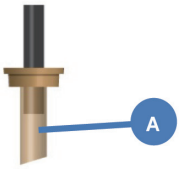

図 1:シャフトへの装着例
(1) インストゥルメントイントロデューサの使用前にインストゥルメントイントロデューサに破損がないか点検すること。破損、亀裂、裂けが見られる場合、別のインストゥルメントイントロデューサを使用すること。
(2) インストゥルメントをインストゥルメントカニューラに装着する前に、インストゥルメントイントロデューサのスリーブでメス刃が完全に隠れるまでインストゥルメントのシャフト上でインストゥルメントイントロデューサをスライドさせる（図1、A）。